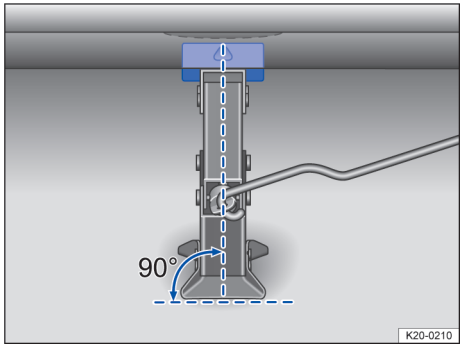
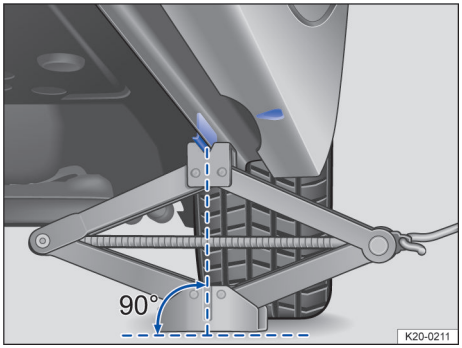

Fig. 216 Positionnement du cric à l'arrière gauche du véhicule
Fig. 217 Positionnement du cric à l'arrière gauche du véhicule
9. Assurez-vous que toute la surface du pied du cric est bien en contact avec le sol et que le pied du cric se trouve exactement sous le point de prise → fig. 216 et → fig. 217.
10. Orientez le cric tout en continuant à déployer sa griffe jusqu'à ce que celle-ci saisisse le talon situé sous le véhicule → fig. 217.